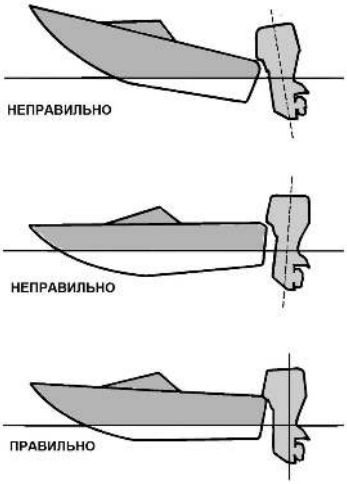

Рис. 39 Установка угла дифферента лодочного мотора
- Положение штока изменения наклона нужно регулировать так, чтобы на максимальной скорости лодка шла параллельно поверхности воды (Рис. 39).